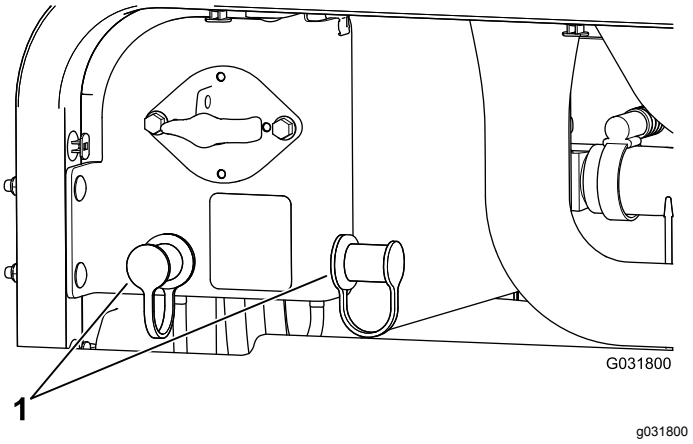

Figur 97
3. Ta bort skydden från startpolerna (Figur 97).